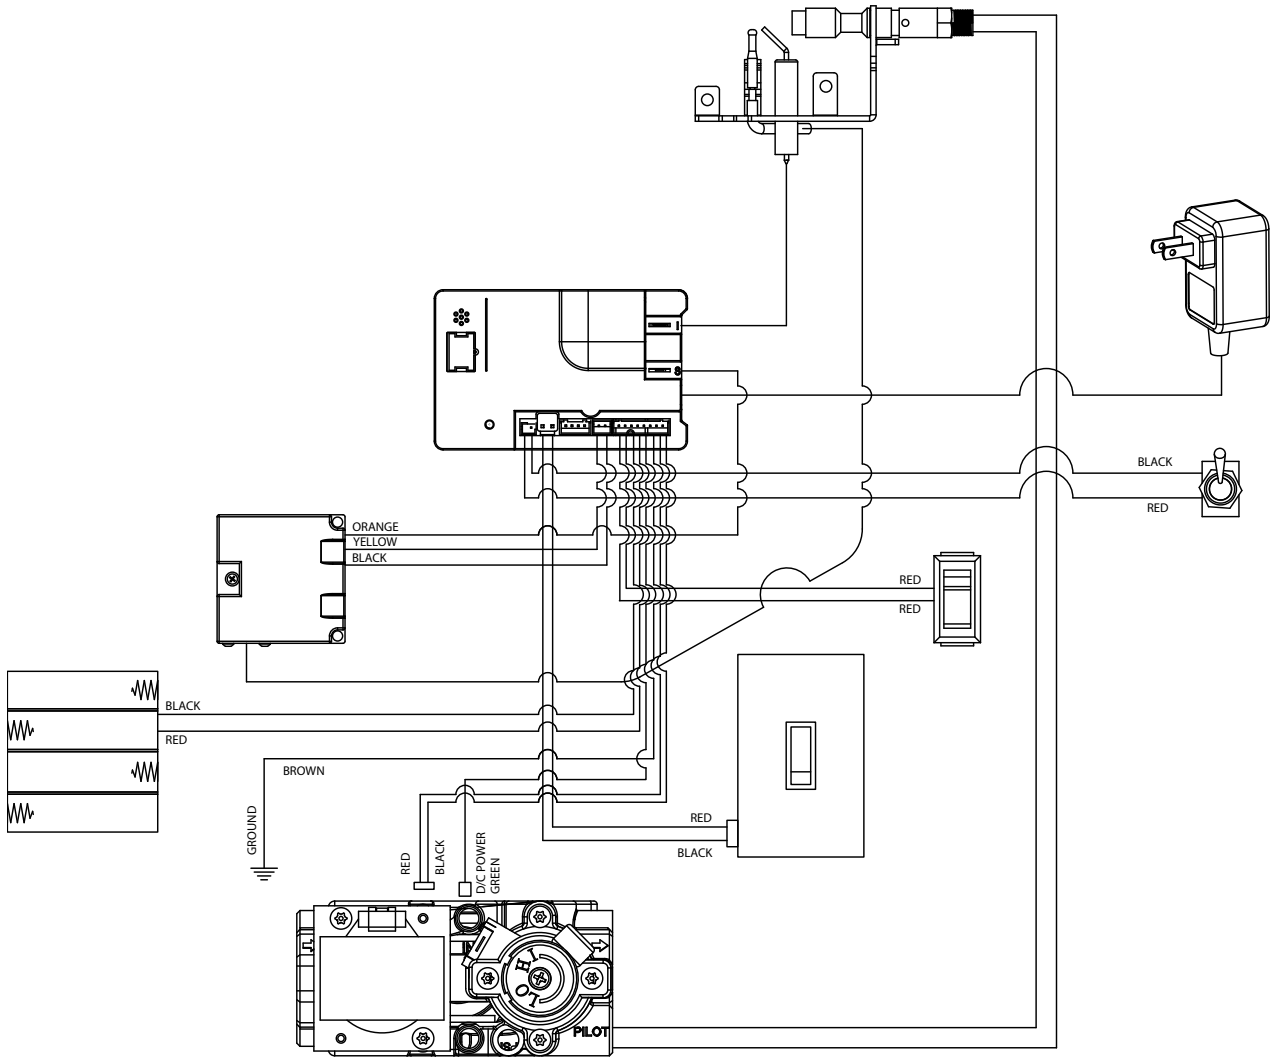

Figure 21. IPI System Wiring Diagram
The wall switch wire connection is located off the wire harness coming out of the IPI Control Board. The label is wired 'wall switch'. Connect the low voltage switch wires to the two (2) terminals labeled "wall switch" from the control board. Run wire to desired location on wall. Up to 50 feet of 18 gauge wire may be used if necessary. Attach wires to wall switch. Mount the wall switch in a junction box and screw on cover. Figure 21